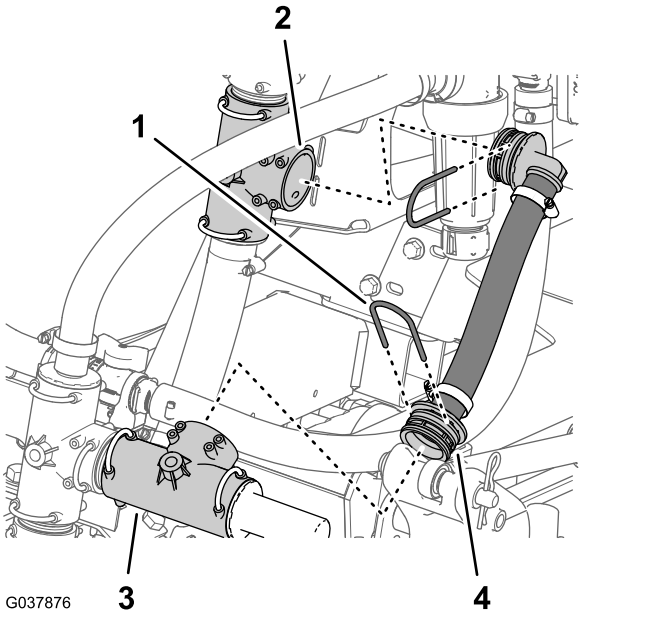

Figura 65
1. Retire la horquilla de retención que sujeta la manguera de alivio de presión al acoplamiento en T en la válvula de alivio de presión (Figura 65).
2. Retire la horquilla de retención que sujeta la manguera de alivio de presión al acoplamiento en T inferior, y retire la manguera de alivio de presión de la máquina (Figura 65).